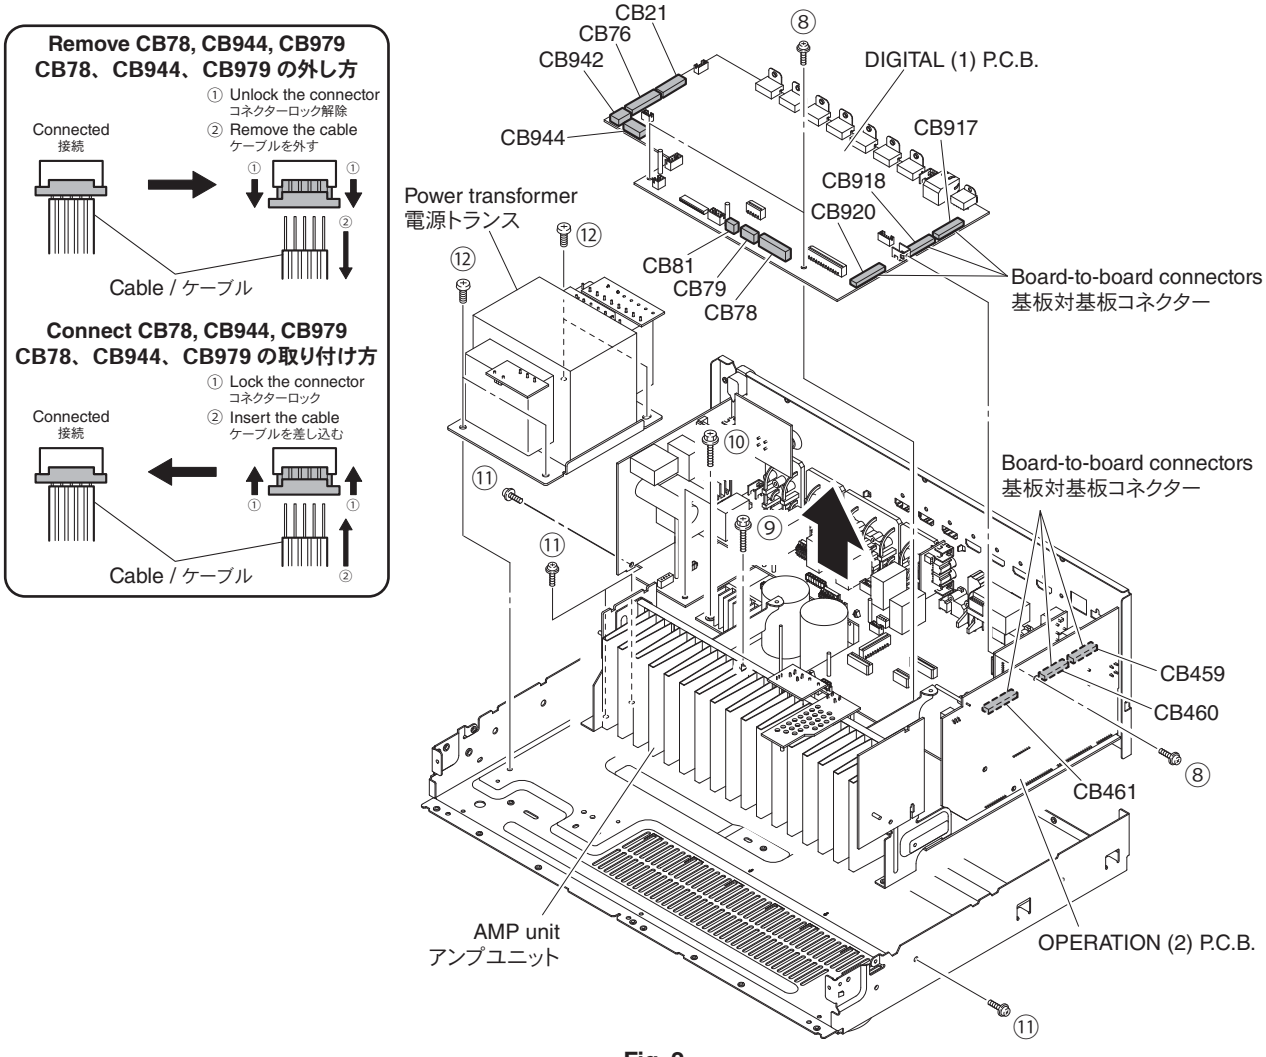

Fig. 2
b. Remove 3 screws. (⑧). (Fig. 2)
c. Remove CB21, CB76, CB81 and CB942. (Fig. 2)
d. Unlock and remove CB78, CB79 and CB944. (Fig. 2)
e. Remove the DIGITAL (1) P.C.B. which is connected directly to the OPERATION (2) P.C.B. with board-to-board connectors. (Fig. 2)
a. Remove screw (⑨), 2 screws (⑩), 4 screws (⑪) and 4 screws (⑫). (Fig. 2)
c. Remove the AMP unit together with the power transformer. (Fig. 2)
b. ⑧ のネジ 3 本を外します。(Fig. 2)
c. CB21、CB76、CB81、CB942 を外します。(Fig. 2)
d. ロックを外し、CB78、CB79、CB944 を外します。(Fig. 2)
e. DIGITAL（1）P.C.B. を外します。ただし、DIGITAL（1）P.C.B. は OPERATION (2) P.C.B. に基板対基板コネクターで直接接続されています。(Fig. 2)
a. ⑨ のネジ 1 本、⑩ のネジ 2 本、⑪ のネジ 4 本、⑫ のネジ 4 本を外します。(Fig. 2)
c. アンプユニットと電源トランスを一緒に取り外します。(Fig. 2)